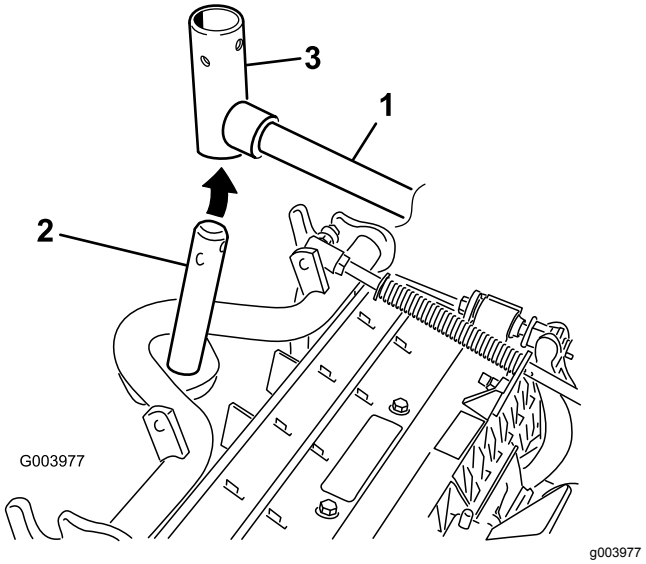

Figur 11
8. For de fremre klippeenhetene skyver du en klippeenhet under løftearmen mens du fører bærerammen inn i løftearmens dreiegaffel (Figur 11).
B. Før inn løftearmens dreiegaffel i bærerammeakselen (Figur 11).